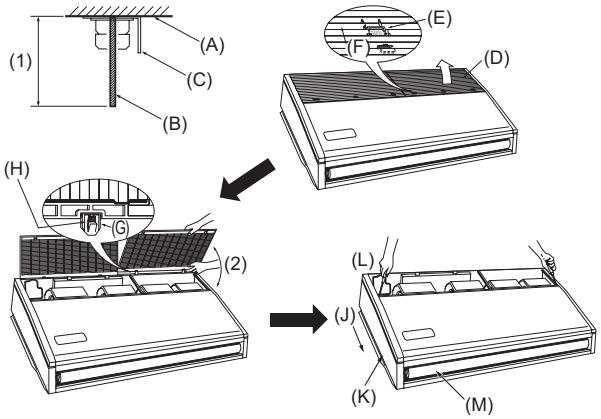

Abb. 3-4
3.2.4. Vorbereitung der Innenanlage (Abb. 3-4)